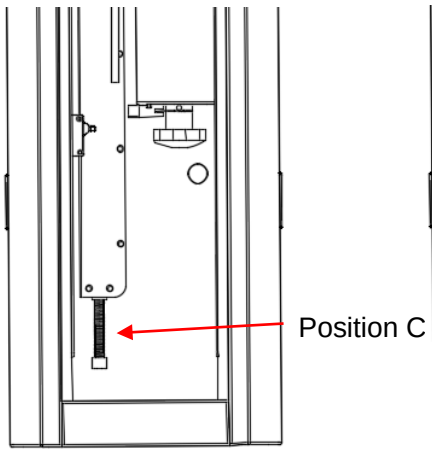

Figure 5-2
2) If the boom shakes during falling or lifting, adjust position C. The shaking that occurs during lifting is caused by the overlarge spring force. In this case, loosen the screws. If the boom shakes during falling, tighten the screws. See Figure 5-2.